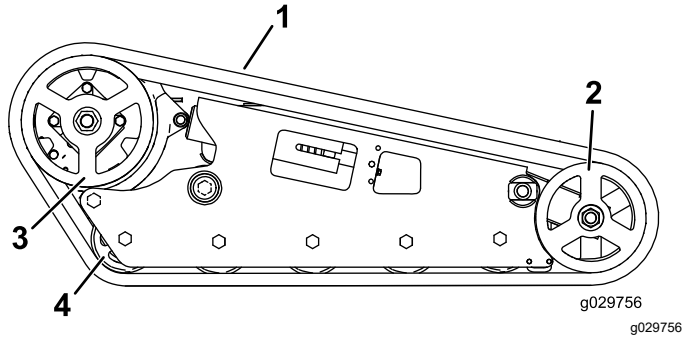

**Figura 55**
***Importante:*** **Asegúrese de limpiar completamente las ruedas de rodaje, la rueda delantera y el piñón de arrastre (Figura 55). Las ruedas de rodaje deben rodar libremente cuando están limpias.**